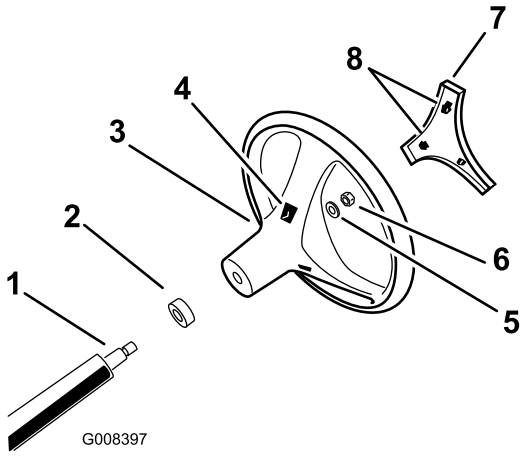

Figur 3
4. Fäst ratten vid axeln med låsmuttern (Figur 3). Dra åt låsmuttern till 24–29 N·m.
5. Rikta in kåpans flikar efter skårorna i ratten och snäpp fast kåpan på rattnavet (Figur 3).